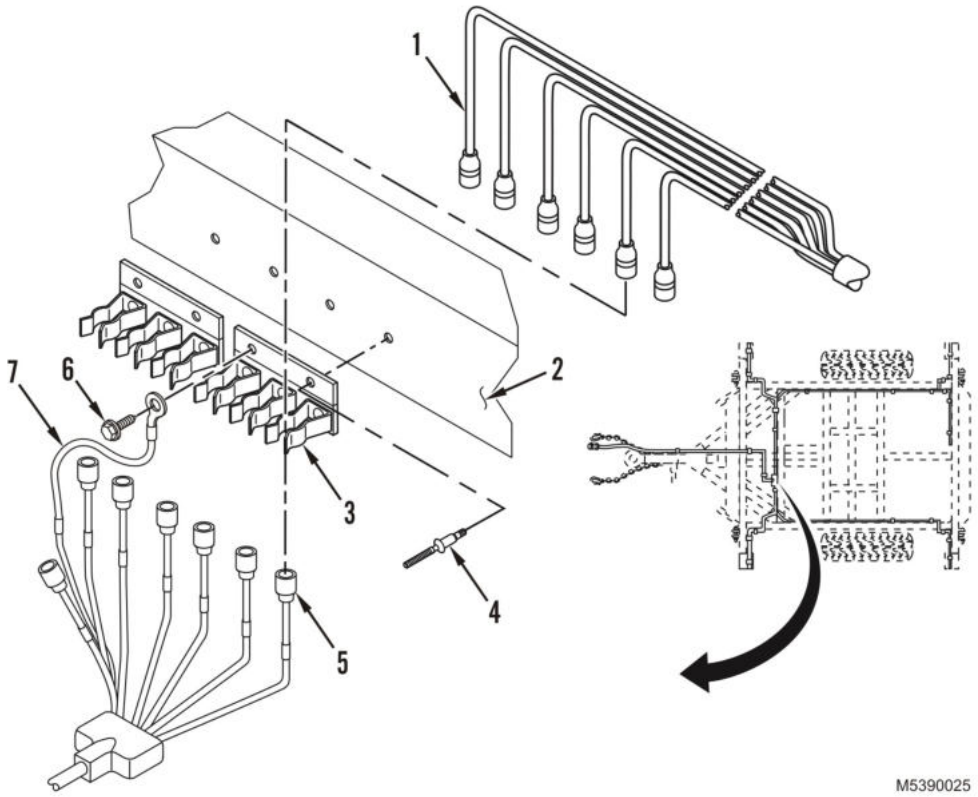

Figure 1. Wiring Harness Clip Removal and Installation.
1. Remove six wire shields on trailer branched wiring harness (Figure 1, Item 1) from wiring harness clip (Figure 1, Item 3).
2. Tag and disconnect intervehicular cable (Figure 1, Item 5) from trailer branched wiring harness (Figure 1, Item 1).
3. Remove screw (Figure 1, Item 6) securing ground wire (Figure 1, Item 7) to trailer frame (Figure 1, Item 2). Discard screw.
4. Remove three rivets (Figure 1, Item 4) securing wiring harness clip (Figure 1, Item 3) to trailer frame (Figure 1, Item 2). Discard rivets.
1. Install three new rivets (Figure 1, Item 4) securing wiring harness clip (Figure 1, Item 3) to trailer frame (Figure 1, Item 2).
2. Install new screw (Figure 1, Item 6) securing ground wire (Figure 1, Item 7) to trailer frame (Figure 1, Item 2).
3. Connect intervehicular cable (Figure 1, Item 5) to trailer branched wiring harness (Figure 1, Item 1).
4. Install six wire shields on trailer branched wiring harness (Figure 1, Item 1) into wiring harness clip (Figure 1, Item 3).